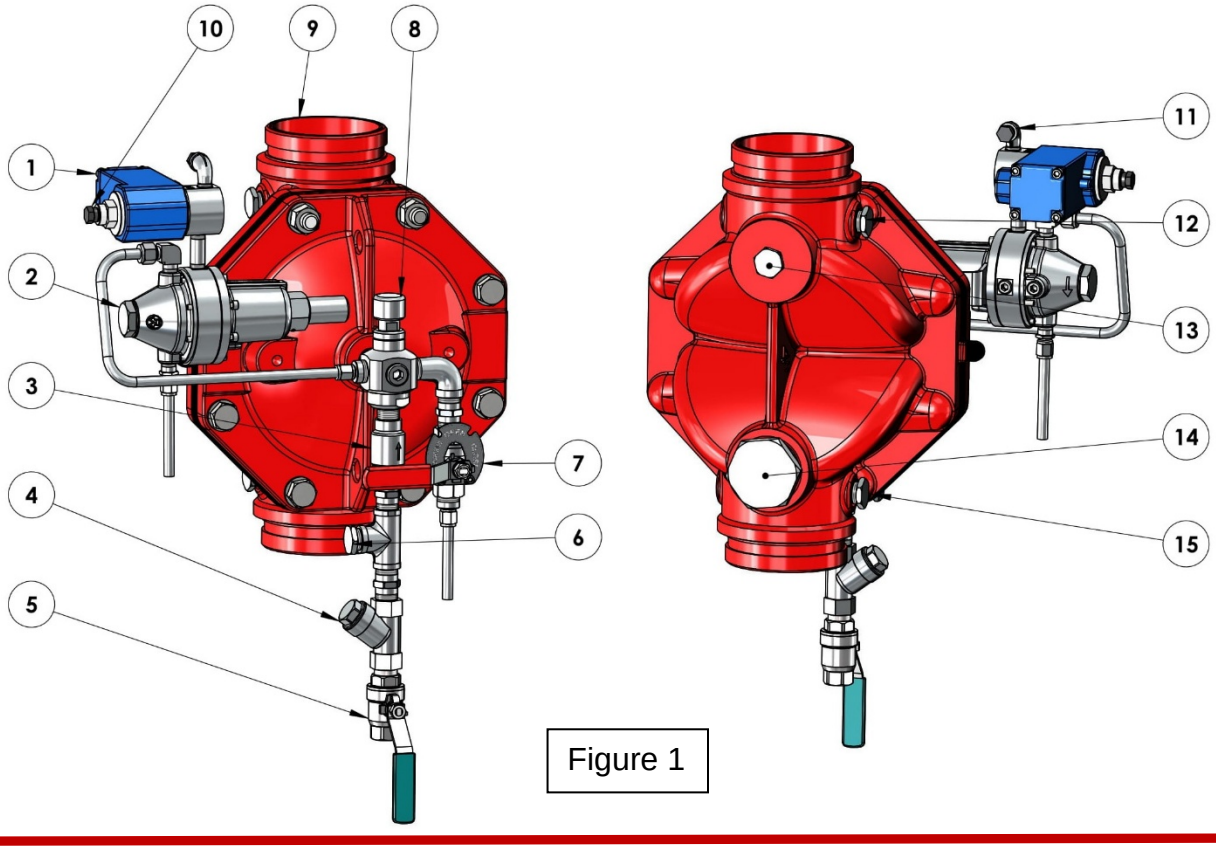

Figure 1
OPERATION (Reference Figure 1)
(**12**) – list [1] figure 1
(**13**) – list [1] figure 1
(**14**) – list [2] figure 1
(**15**) – list [2] figure 1
6. Close downstream separation butterfly valve (**11**) and open the FDV's downstream drain valve if equipped or unscrew the port's plug (**13 figure 1**). The Upstream drain remains plugged, or its valve (if equipped) - close.
9. Observe the downstream drain port (**13 figure 1**): there should be no leakage or dripping.
2. Make sure that the downstream drain port (**13 figure 1**) is open (unplug the port).